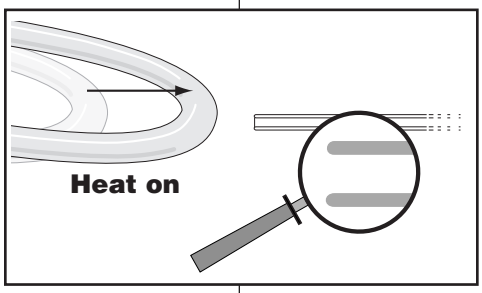

Figure 8b – *Fire polished tip*
d. Press RUN and observe the expansion movement of the filament. Determine the appropriate Heat setting and then fine-tune the position of the tip. Note the distance between the pipette and the filament; this will be needed to reproduce an identical pipette. A minimal change in the shape of the tip will typically yield good polishing results (**Fig. 8b**).